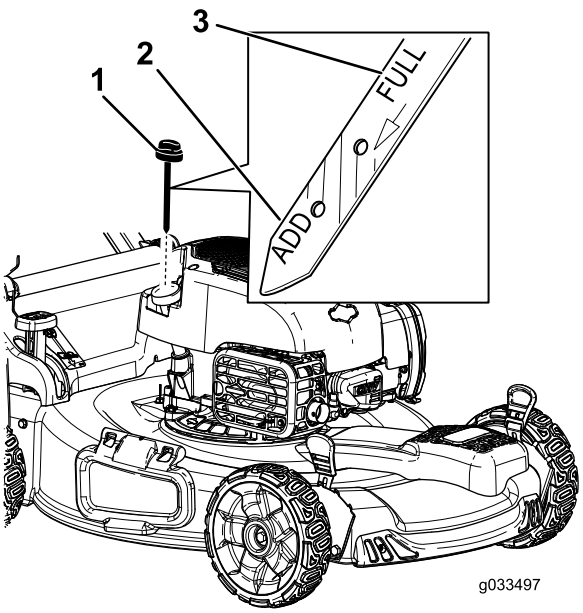

Bild 14
2. Ziehen Sie den Peilstab (Bild 14) heraus.
5. Nehmen Sie den Peilstab heraus und lesen Sie den Ölstand am Peilstab ab, siehe Bild 14.